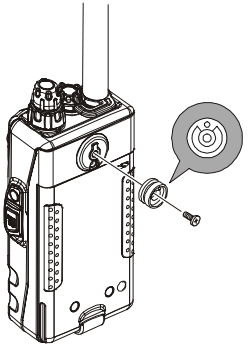

Figure 1
- ❒ Connect the hanger to the rear of the **VX-127**, with the notch pointing directly up, using the supplied screw (Figure 1). Use only the screw included with the clip to mount the clip to the back of the **VX-127**.